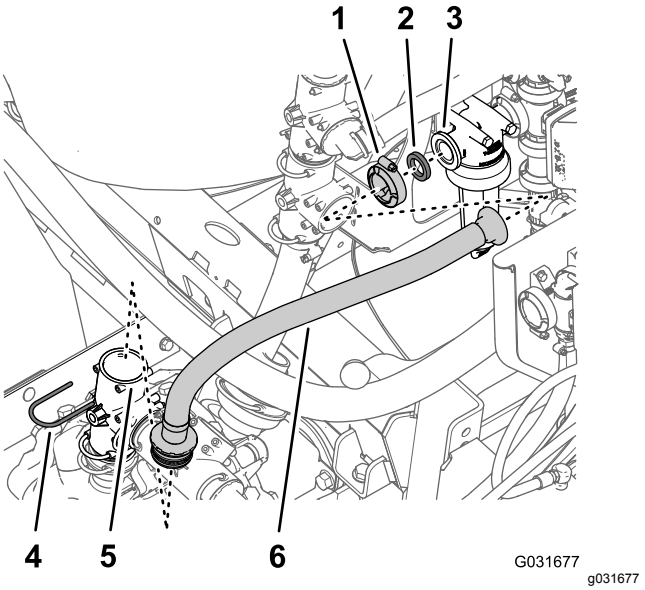

Figur 215
1. Fjern holderen som fester den rette koblingen med mothaker på forsyningsslangen til T-stykket på sprederpumpen, og fjern den rette koblingen fra T-stykket (Figur 215).
2. Fjern flensklemmen som fester forsyningsslangen og pakningen til filterhodeflensen, og fjern slangen fra maskinen (Figur 215).